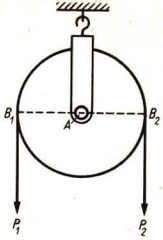

Abb. 150. Die feste Rolle als zweiseitiger Hebel
2. Die feste und die lose Rolle als Hilfsmittel beim Lastenheben. Will man auf einem Neubau, an einem Speicher, in einer Scheune oder an einem anderen Ort ein Seil zum Heben einer Last benutzen, so wird man in den seltensten Fällen die Last am Seil unmittelbar emporziehen. Die Handhabung des Seils wird erleichtert, wenn man es über eine feste Rolle leitet und von unten her an ihm zieht. Die Rolle wird von einer sogenannten *Schere* umfaßt, zwischen deren Schenkeln sich die Rolle dreht. Irgendeine Kraftverminderung tritt dabei freilich nicht ein; denn die *feste Rolle* wirkt wie ein gleicharmiger Hebel (Abb. 150).